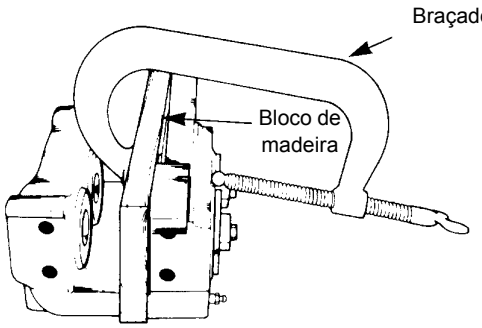

FIGURA 8-14
a. Use uma braçadeira em C para fixar um bloco de madeira de 0.5 pol. (12,7 mm) contra os dois pistões no lado de montagem da carcaça. Verifique se a braçadeira C não está na área em frente ao furo do pistão. Consulte Figura 8-14.